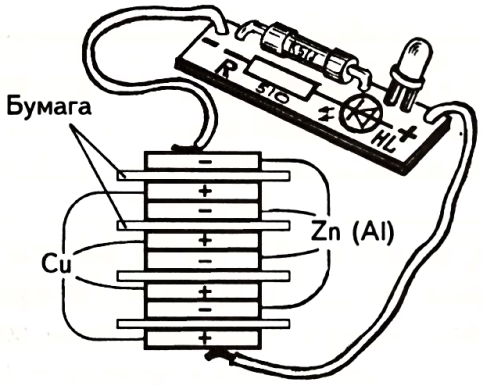

Рис. 5
1. Возьмите 4 медные пластины (можно медьсодержащие монеты) и 4 цинковые (можно алюминиевые), переложите их листочками бумаги, пропитанными соленым раствором (рис. 5). Проследите, чтобы бумаги разных элементов не касались друг друга.